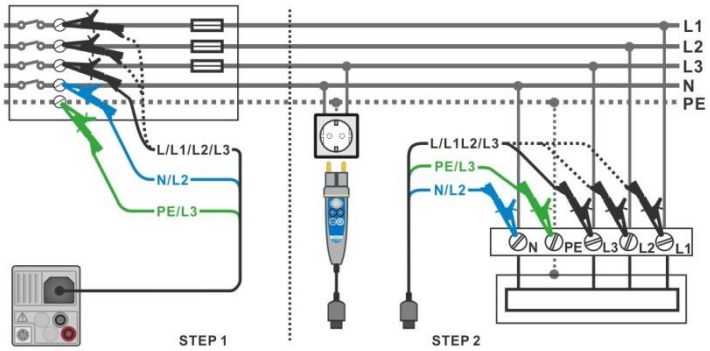

Figure 7.95: AUTO TT measurement
- Connect test leads or Plug commander to the object under test, see ***Figure 7.95***.